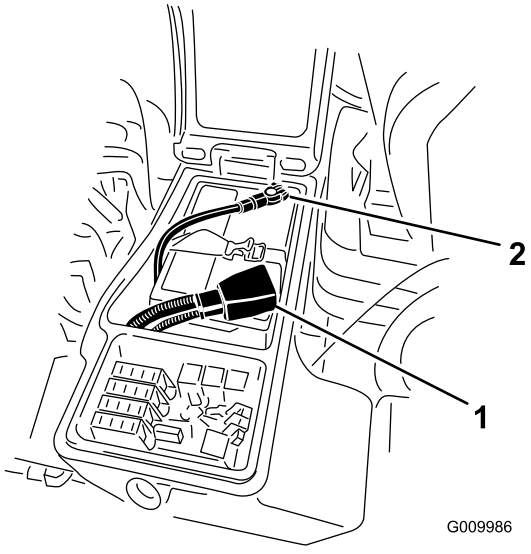

Figur 1
2. Tag batteriets minuskabel af batteripolen (Figur 1).